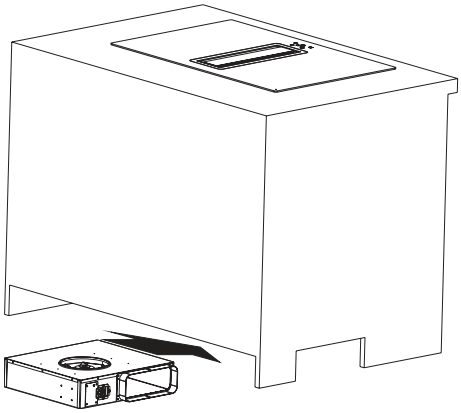

Abb. 13
8. Die Motorbox in den Sockelbereich platzieren (Abb. 13).